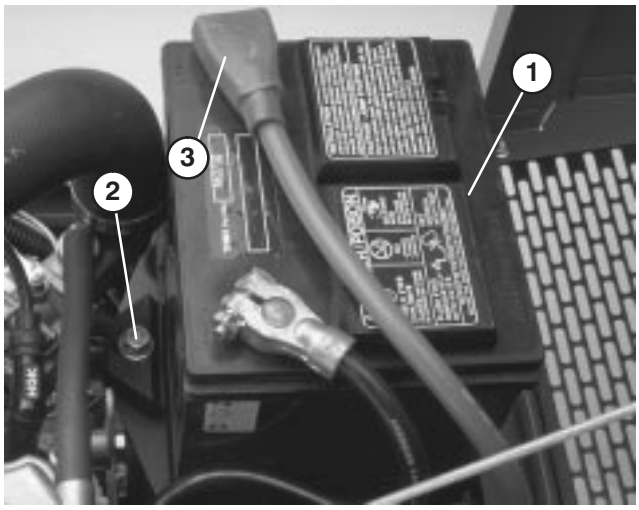

Figure 9
1. LIft engine cover. Check to see that the battery is securely fastened in place (Fig. 9).